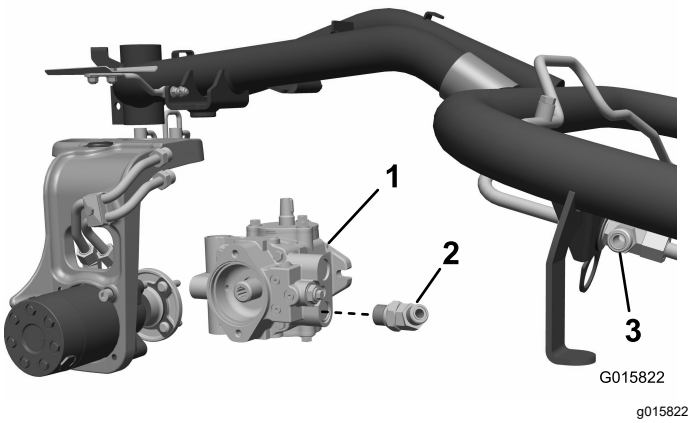

Figur 9
1. Kobl den nederste hydraulikpumpeslange fra pumpen og fra det øverste T-stykke til de forreste motorer. Kasser slangen (Figur 9).
Lad fittingen være løs og vendt opad og udad (Figur 9).